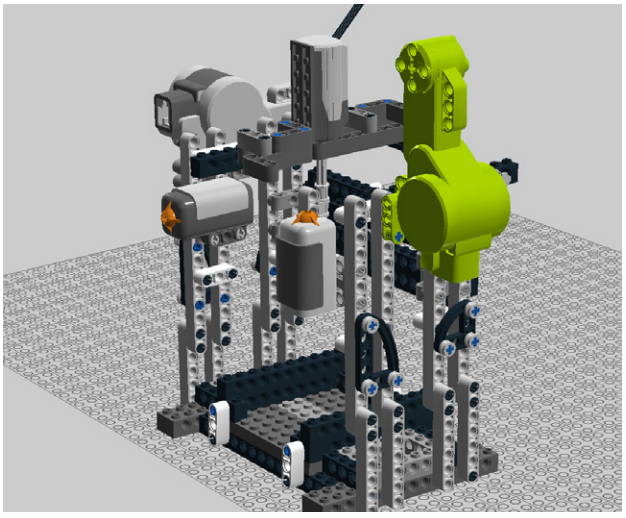

Figure 5-75. *Step 68: Mounting the motor*
68. Connect the motor to the pegs you added earlier (Figure 5-75).